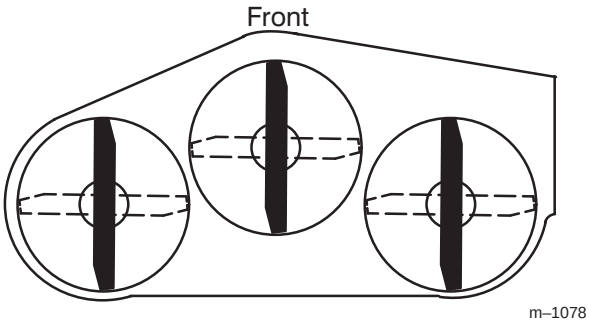

Figure 20
1. Rotate the blades until the ends face forward and backward (Fig. 20).